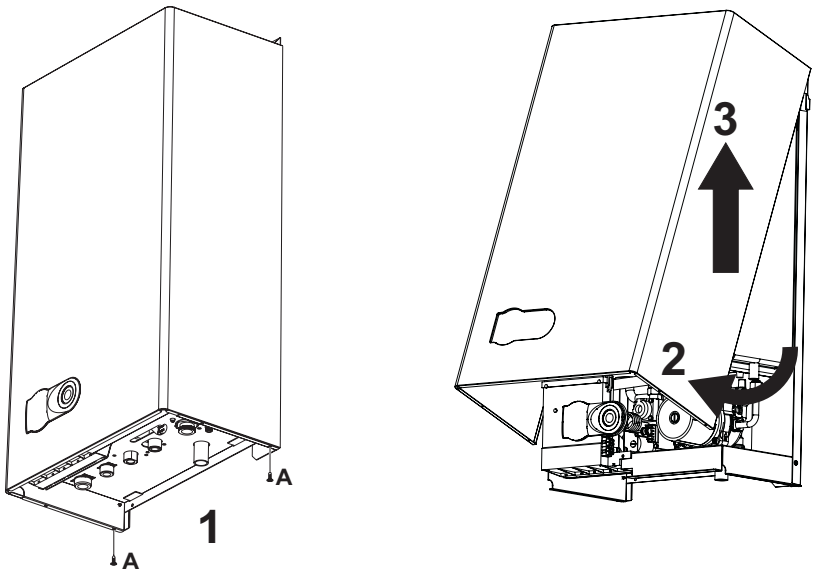

fig. 24 - Abertura do revestimento
1. Desaperte os parafusos A (vide fig. 24).
2. Rode o revestimento (vide fig. 24).